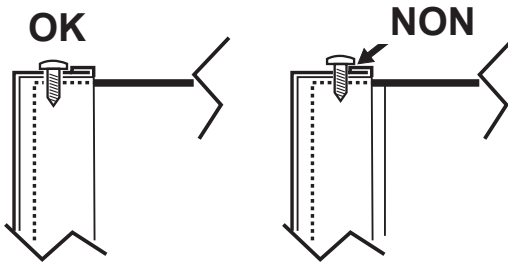

fig. 16 - montage avec vis inférieures
3. Procéder dans l'ordre inverse pour remonter le panneau avant. S'assurer qu'il est fixé correctement au panneau supérieur et complètement en appui sur les panneaux latéraux. La tête de la vis « A », une fois serrée, doit être positionnée comme indiqué en « fig. 16 - montage avec vis inférieures »).